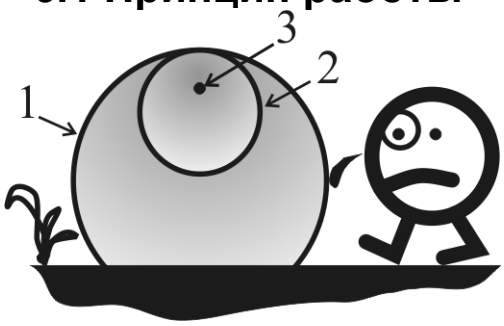

Рис. 6.1
6.1.2 Ширина ЗО («1», «2» см. рис. 6.1) регулируется в пределах 0,3…2 м («3» – ВП). Необходимо помнить, что при больших размерах сечения ЗО, в нее могут попасть, качающаяся под действием ветра, растительность и другие влагосодержащие или электропроводные предметы.